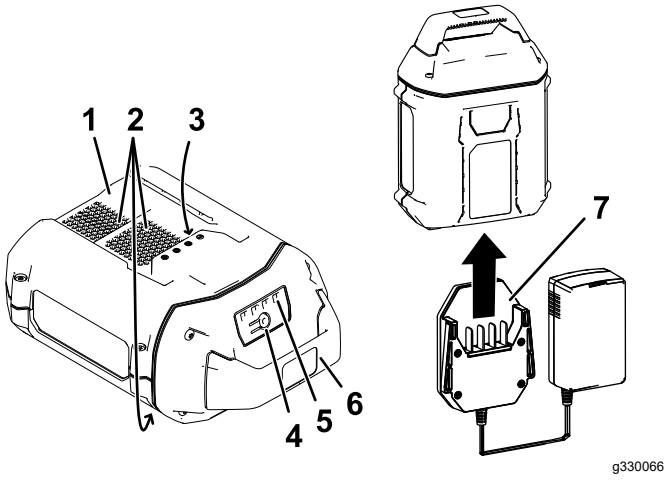

Figure 25
2. Alignez le chargeur sur la cavité au dos de la batterie (Figure 25).
3. Glissez le chargeur dans la batterie jusqu'à ce qu'il soit complètement enclenché (Figure 25).